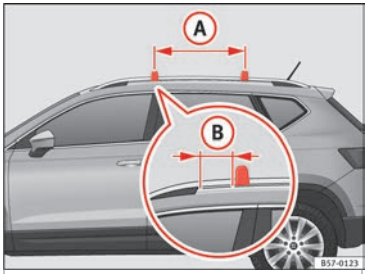

Fig. 160 Attachment points for the roof railings for the roof carrier system.
The crossbars are assembled on the roof railings. The distance between crossbars ››› **Fig. 160** (A) should be between 70 and 100 cm and the distance between the crossbars and the brackets of the roof railings (B) must be evenly distributed.